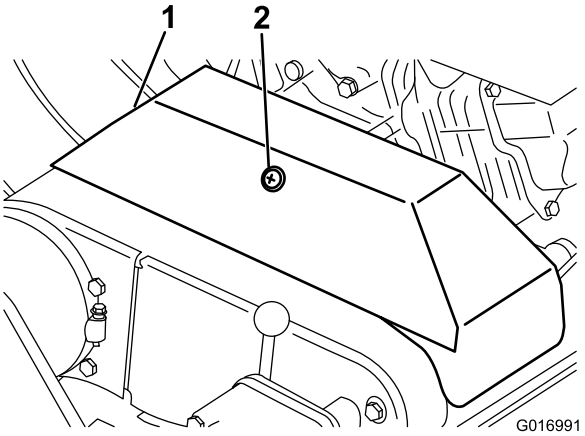

**Figur 32**
3. Løsn den holder, som fastgør kileremskærmen, og drej for at åbne skærmen (Figur 32).